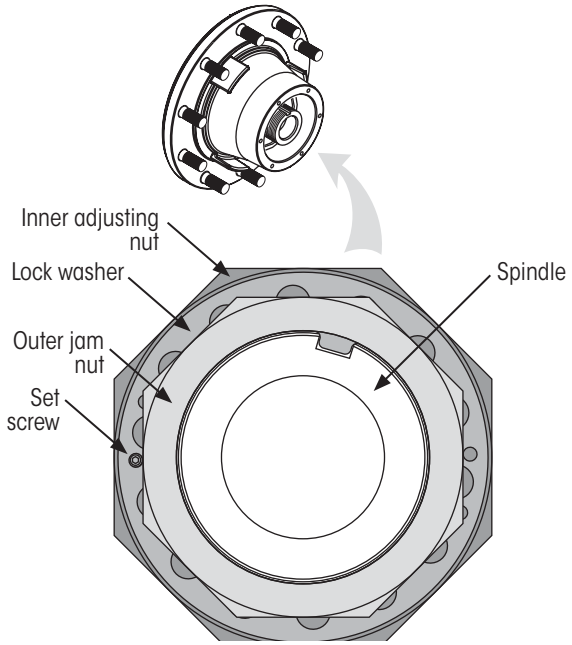
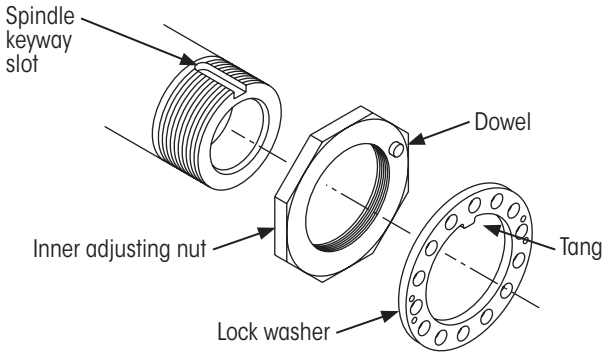
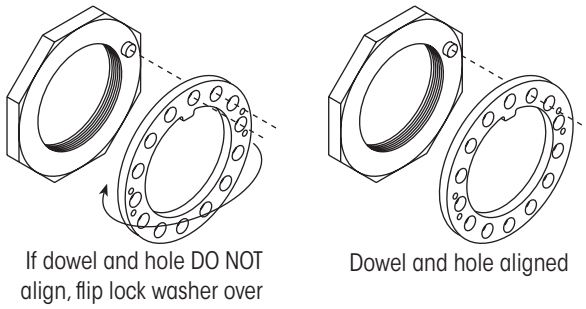

Figure 10: 3-piece nut system components
Figure 11: Inner adjusting nut and lock washer installation
Figure 12: Align adjusting nut dowel with hole in lock washer
11. **Refer to** Figure 10 on page 11 and **check** to ensure:
C. Outer jam nut and retaining set screw are securely in place (Figure 10 on page 11).
4. Using a $^{5}/_{64}$ inch hex key, **remove** set screw from interlock washer (Figure 1 on page 5 and Figure 10 on page 11).
The HLS® hub system uses a 3-piece spindle nut system (Figure 10).
1. **Install** inner adjusting nut (Figure 11) on spindle, dowel side out, and tighten to 200 ft. lbs. (271 Nm) of **torque while rotating** wheel.
6. **Install** lock washer (Figure 11). Ensure lock washer tang fits in the spindle keyway slot and inner adjusting nut dowel fits in one of the holes in the lock washer. If this alignment cannot be achieved, remove the lock washer, flip it over and reinstall (Figure 12).
i. **Remove** outer jam nut (Figure 10).
NOTE: If a smaller tightening increment is desired, remove lock washer from the spindle, flip it over, reinstall it on the spindle and tighten inner nut so its dowel aligns with the next alignment hole in the lock washer (Figure 12).
NOTE: If a smaller loosening increment is desired, remove lock washer from spindle, flip it over, reinstall it on spindle and loosen inner adjusting nut so its dowel aligns with the previous alignment hole in lock washer (Figure 12).
10. **Install** set screw (Figure 1 on page 5) into an accessible threaded hole in lock washer (Figure 10). Set screw must contact inner adjusting nut. Tighten to 18±2 in. lbs. (2.0±0.2 Nm) of torque.
1. **Ensure** lock washer is properly positioned and flush with inner adjusting nut at dowel pin (Figure 10 and Figure 12).